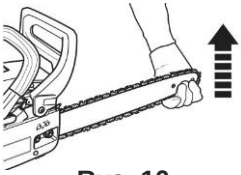

Rys. 10
2) Podnieś czubek prowadnicy (13) i utrzymuj go w tej pozycji podczas regulowania napięcia (rys. 10).